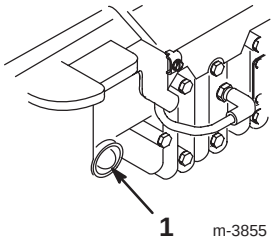

Bild 9
2. Drücken Sie die Kaltstarthilfe dreimal, wobei Sie zwischen jedem Drücken eine Sekunde verstreichen lassen sollten (Bild 9).